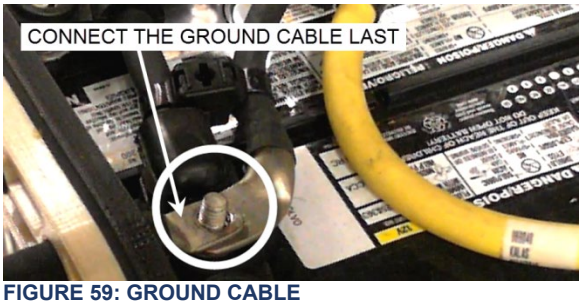

**FIGURE 59: GROUND CABLE**
6. Connect the ground cable last (FIGURE 59). Tighten the ground cable nut to the following torque: